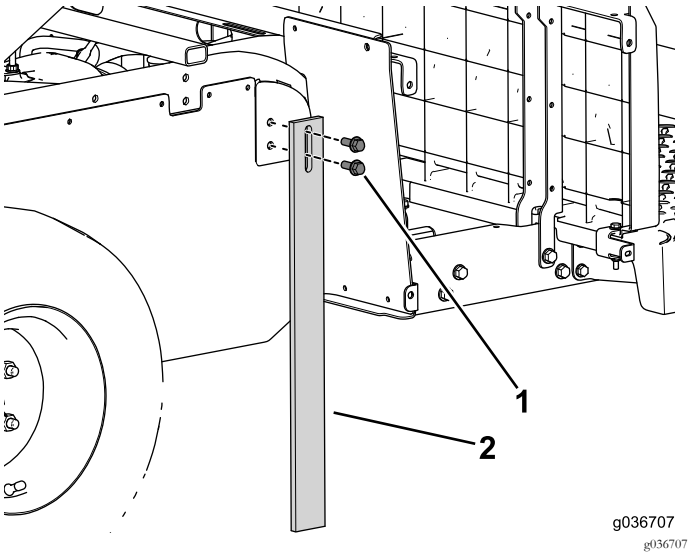

Рисунок 62
1. Установите опорную стойку на автомобиль (Рисунок 62).